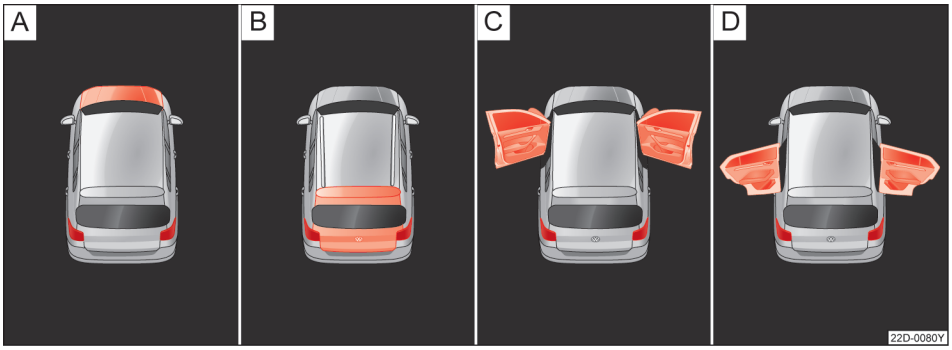

图 13 显示屏显示：A 发动机舱盖处于打开状态，B 行李厢盖处于打开状态，C 前车门处于打开状态，D 后车门处于打开状态
- 车门、发动机舱盖和行李厢盖未关闭→ 图 13
→ 图 13 说明：